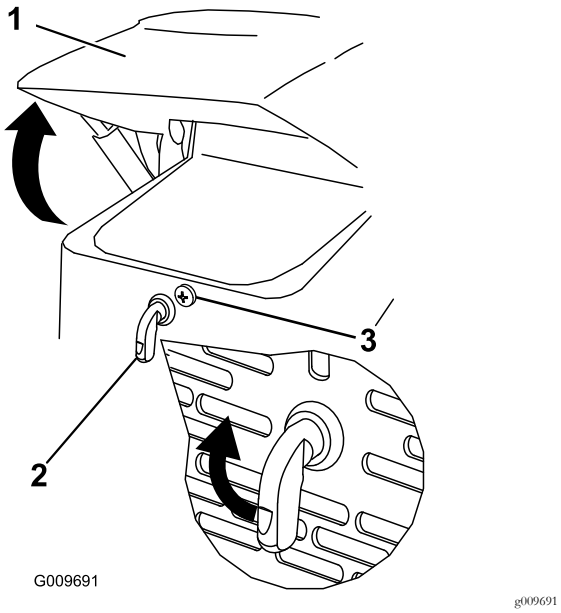

Rysunek 30
1. Poluzuj śrubę blokującą maskę (Rysunek 30).
2. Przekręć zaczep maski w prawo (Rysunek 30).
3. Unieś maskę do góry (Rysunek 30).
3. Dokręć śrubę mocującą maskę, unieruchamiając zaczep (Rysunek 30).